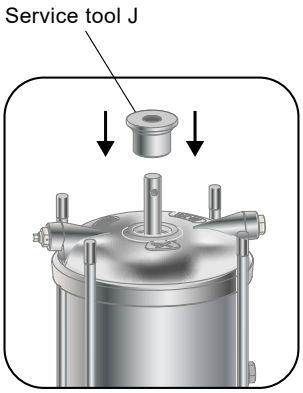

Fig. 3 Fitting service tool J in the pump-head cover (2)
6. Lubricate and install a new o-ring (37) in the pump-head cover (2).
7. Install the pump-head cover (2) on the cover (2b). Use service tool J to centre the chamber stack in the pump-head cover (2). See fig. 3.